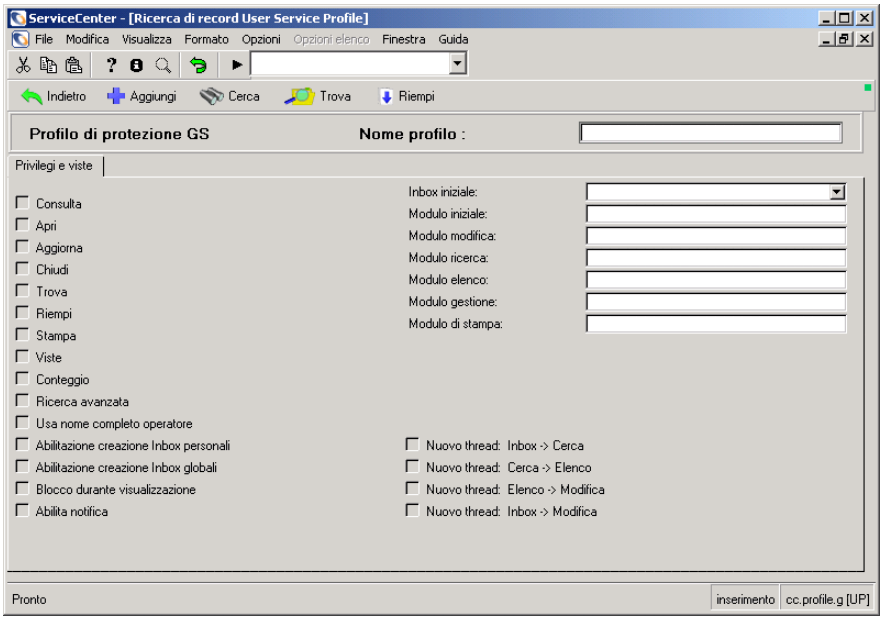

Figura 2-9: Modulo del profilo di protezione GS
3. Fare clic su **Profili GS**. La Figura 2-9 mostra il modulo del profilo di protezione di Gestione servizi.